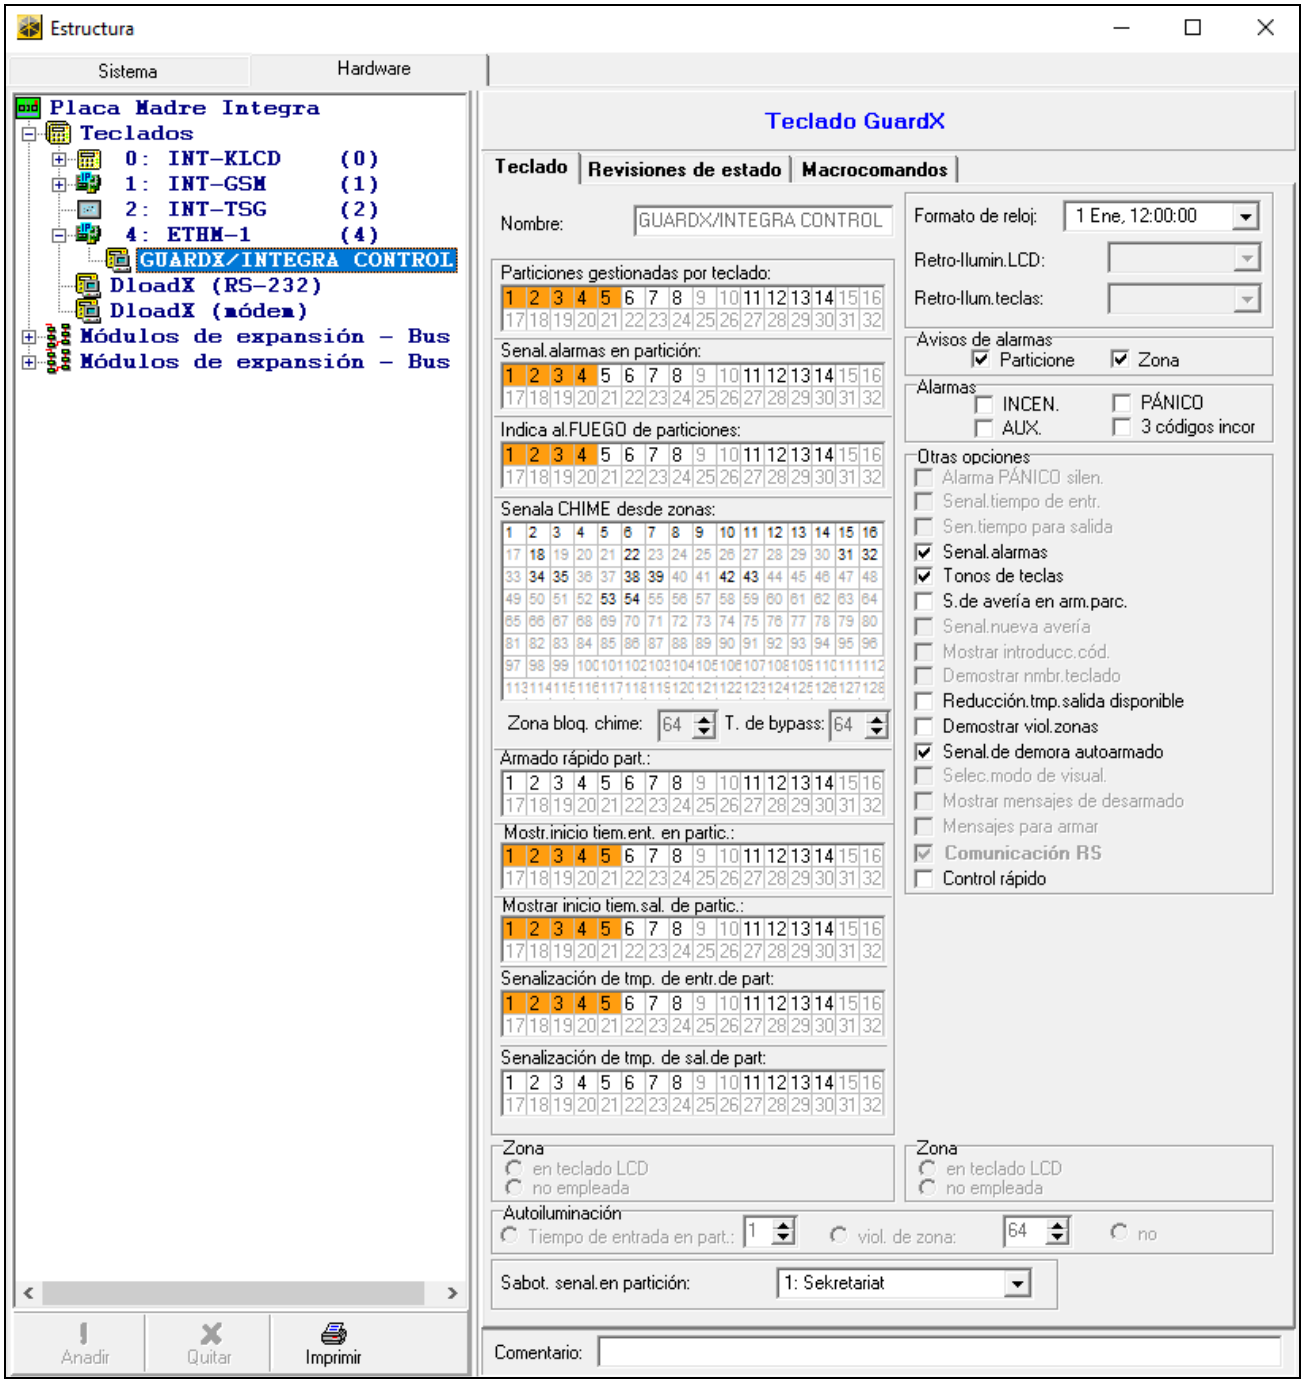

Fig. 9. Programa DLOADX: parámetros y opciones del teclado virtual disponible en el programa GUARDX, navegador WWW o dispositivo móvil.
- el programa DLOADX: →ventana «Estructura» →pestaña «Equipo» →rama «Teclados» →*[nombre del módulo]* →rama «GUARDX /INTEGRA CONTROL» (fig. 9).